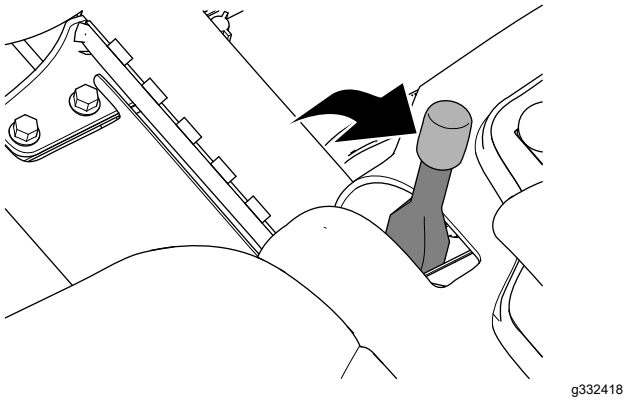

Figuur 28
2. Stel de parkeerrem in werking (Figuur 28).